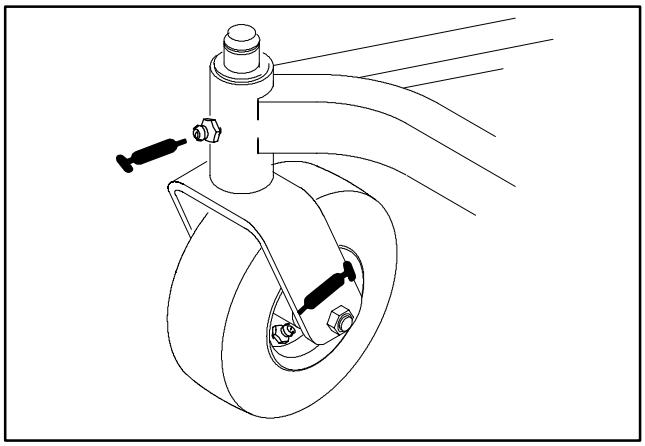

Figure 17
1. The cutting unit lubrication points are: castor spindle bushings (Fig. 17), castor wheel bearings (Fig. 17), right and left lift arm pivot pins (Fig. 18) and blade spindle bearings (Fig. 19).